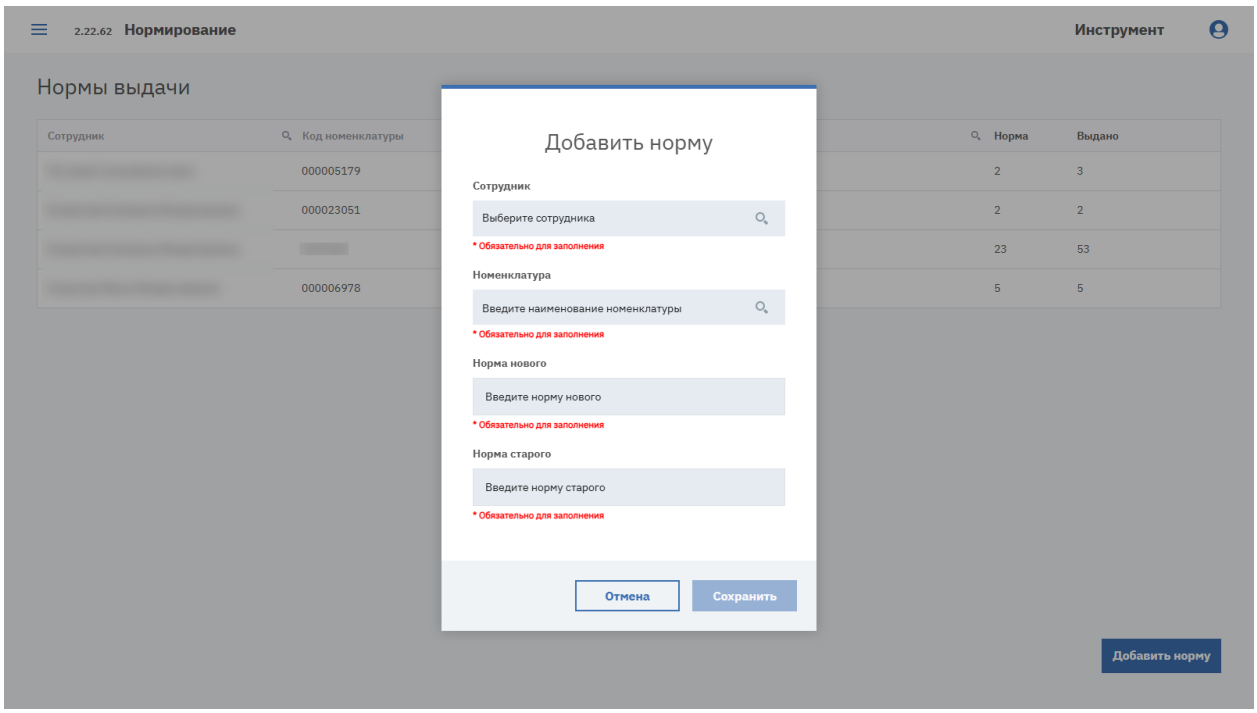

Рисунок 160. Окно «Добавить норму»
1. Нажмите кнопку «Добавить норму». Откроется окно «Добавить норму» (см. Рисунок 160).